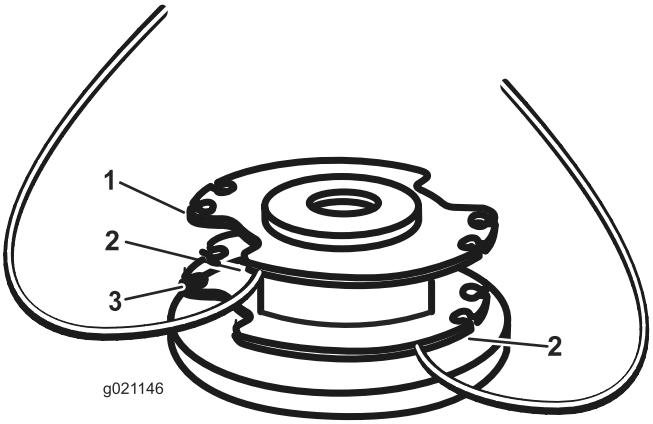

Figur 20
4. För in tråden i förankringshålen på spolens övre del (Figur 20). Linda tråden på spolen i den riktning som anges av pilarna på spolen.